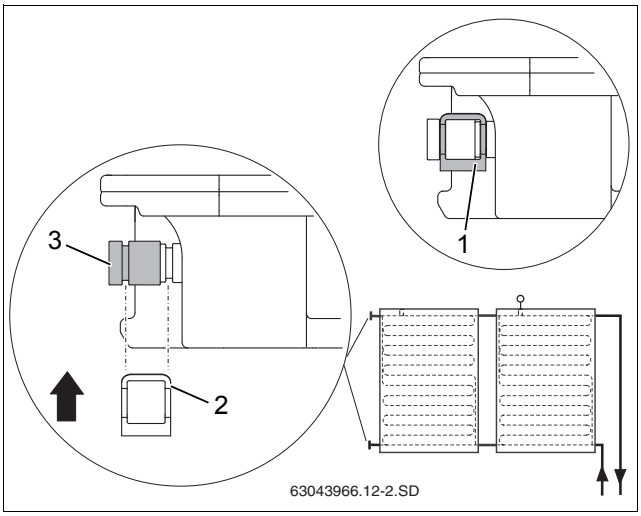

Рис. 20 Фиксация торцевой крышки зажимом
- Наденьте торцевую крышку с кольцом (рис. 20, [3]) на штуцер коллектора.
- Установите зажим (рис. 20, [2]) для фиксации торцевой крышки на штуцере коллектора.
- Каждую торцевую крышку закрепите зажимом (рис. 20, [1]).